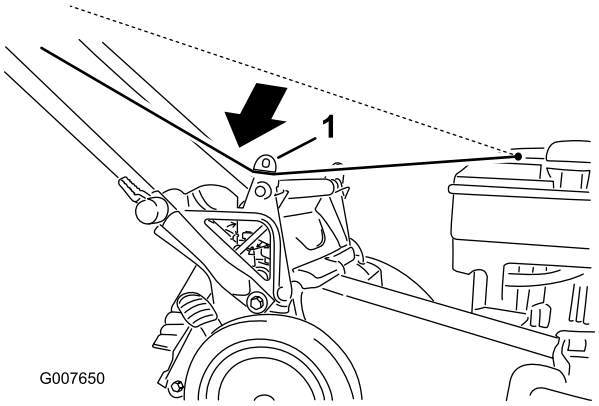

Figuur 21
1. Laat het startkoord rond de onderste koordgeleider lopen (Figuur 21).